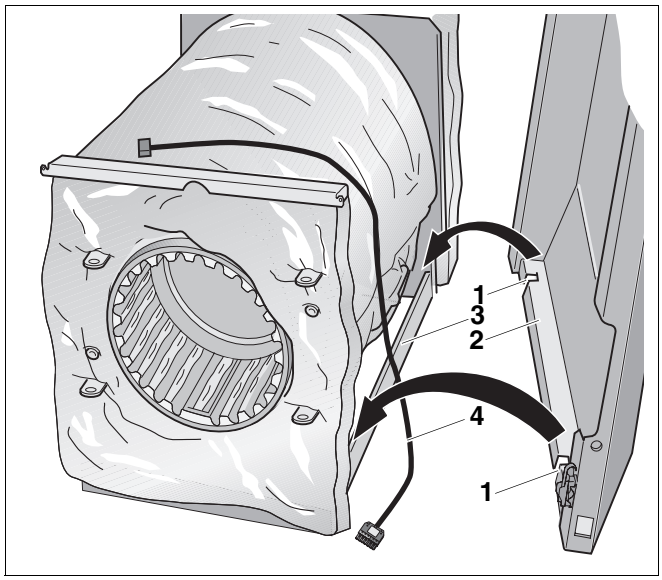

Abb. 15 Seitenwand montieren (hier: rechte Seitenwand)
- Brennerkabel verlegen (➔ Abb. 15).